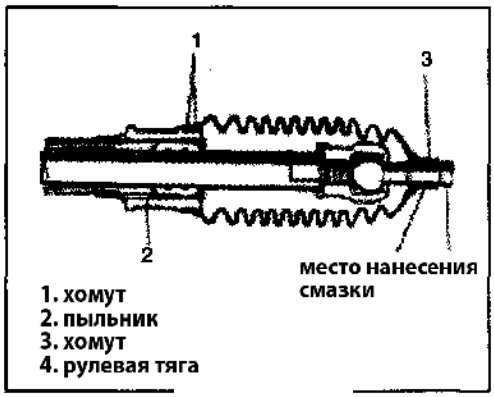

Рис. 445
4) Установите пыльник корпуса рулевой рейки и рулевой тяги, установите хомуты (Рис. 445). Затем проверьте состояние пыльника, на нем не должно быть повреждений и замятий.